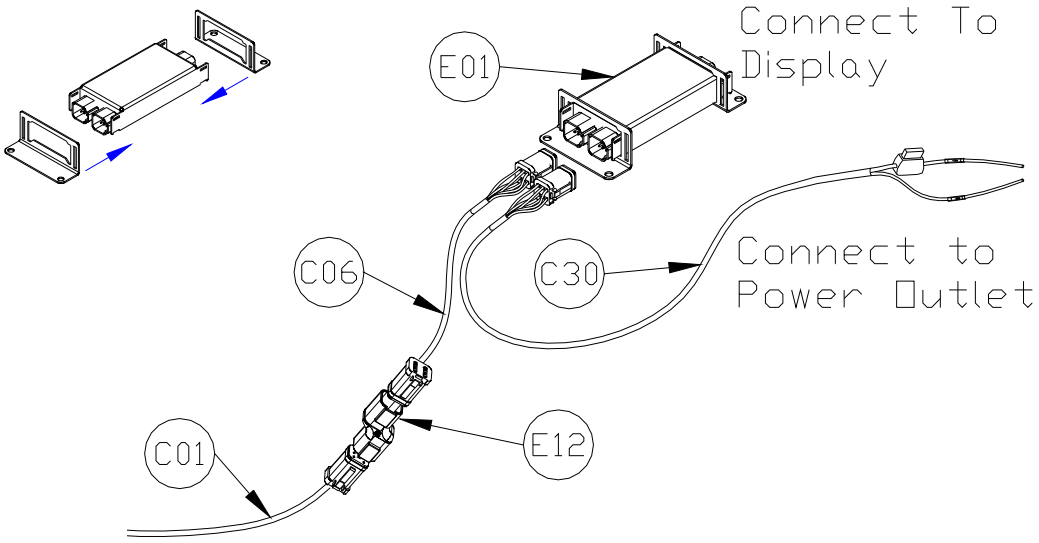

Figure 14: Control Module Mounting
1. Refer to **Figure 1** and **Figure 14**.